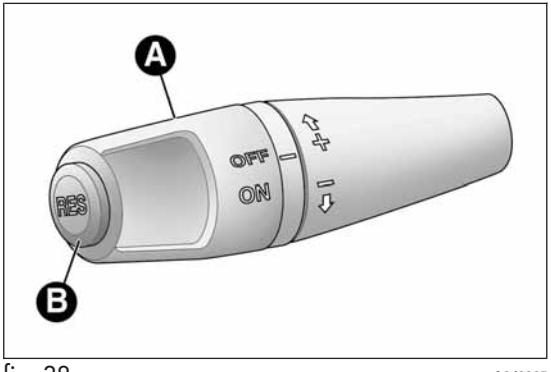

fig. 38 A0J0065
Turn ring nut A fig. 38 to ON.
❒ turn ring nut A fig. 38 to ON and press the accelerator to reach the required speed.
❒ press the RES button (B fig. 38).
- turn ring nut A fig. 38 to OFF;
If operation is inadequate or the device is faulty, turn ring nut A fig. 38 to OFF and contact Alfa Romeo Authorized Services.